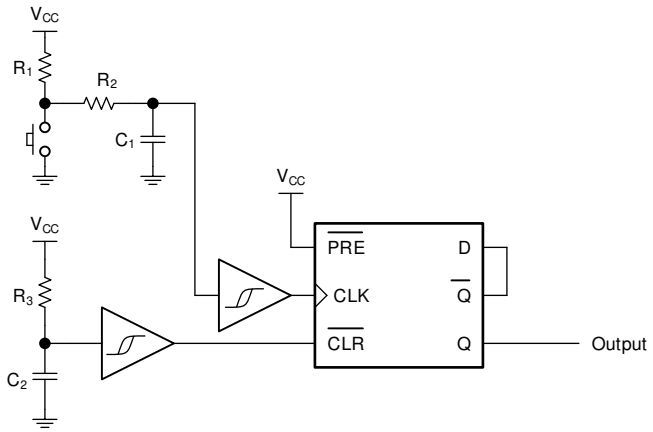

图 8-1. 典型应用框图
图 8-1 展示了如何在此应用中使用 SN54SC2T74-SEP 将 1.8V 信号升压转换为 3.3V 以驱动 LED。SN54SC2T74-SEP 不会限制输出电流，因此可以使用添加的输出电阻器来提供适当的电流限制。电阻值 (R) 应使用以下公式由 LED 的正向电压 (V_D) 和通过 LED 的所需正向电流 (I_D) 确定：$R = (V_{CC} - V_D)/I_D$。